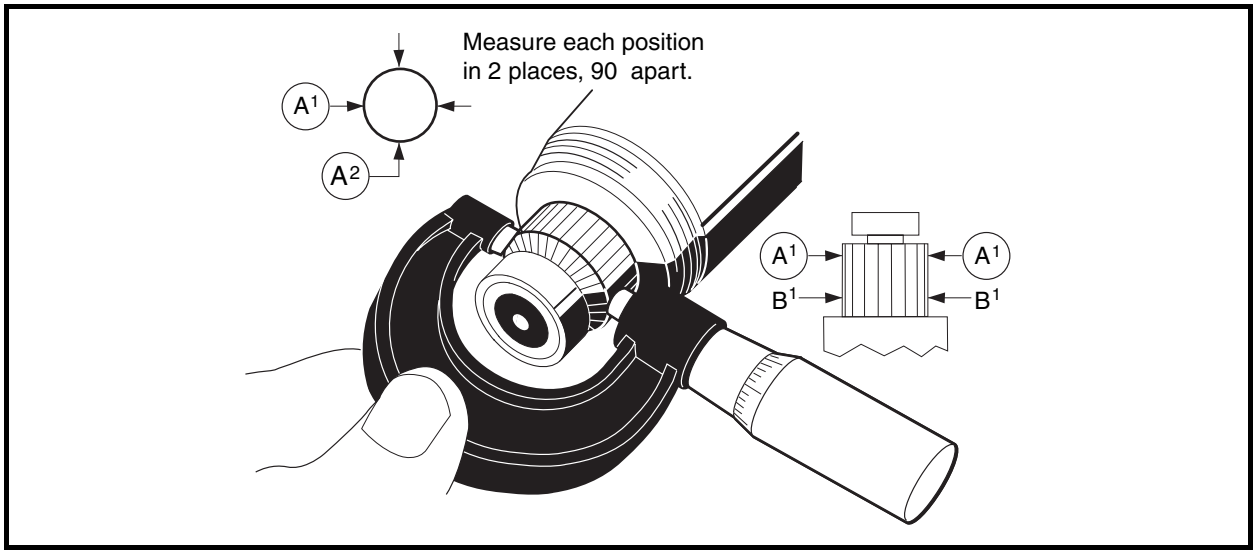

Figure 12-11 Inspect Commutator
2. Using a micrometer, measure the outside diameter at two points along the commutator. If the commutator outside diameter is less than 1.535 inches (39 mm), replace the armature and bearings **(Figure 12-11, Page 12-8)**.